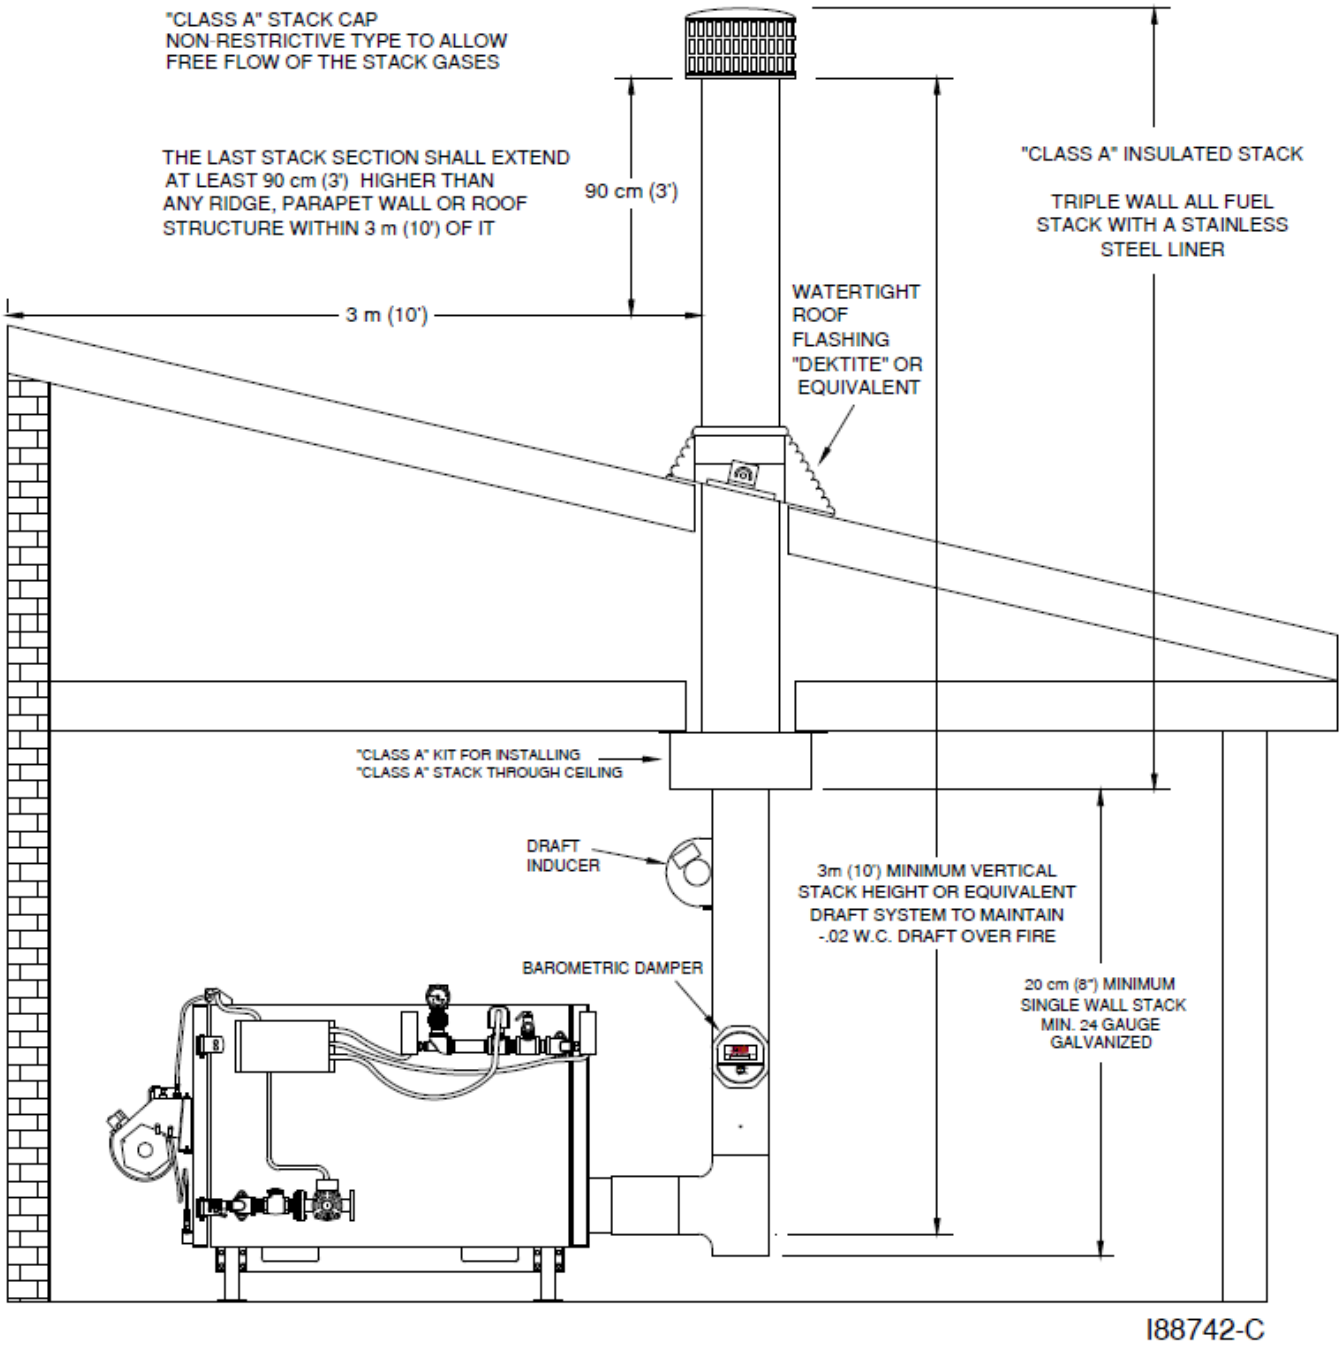
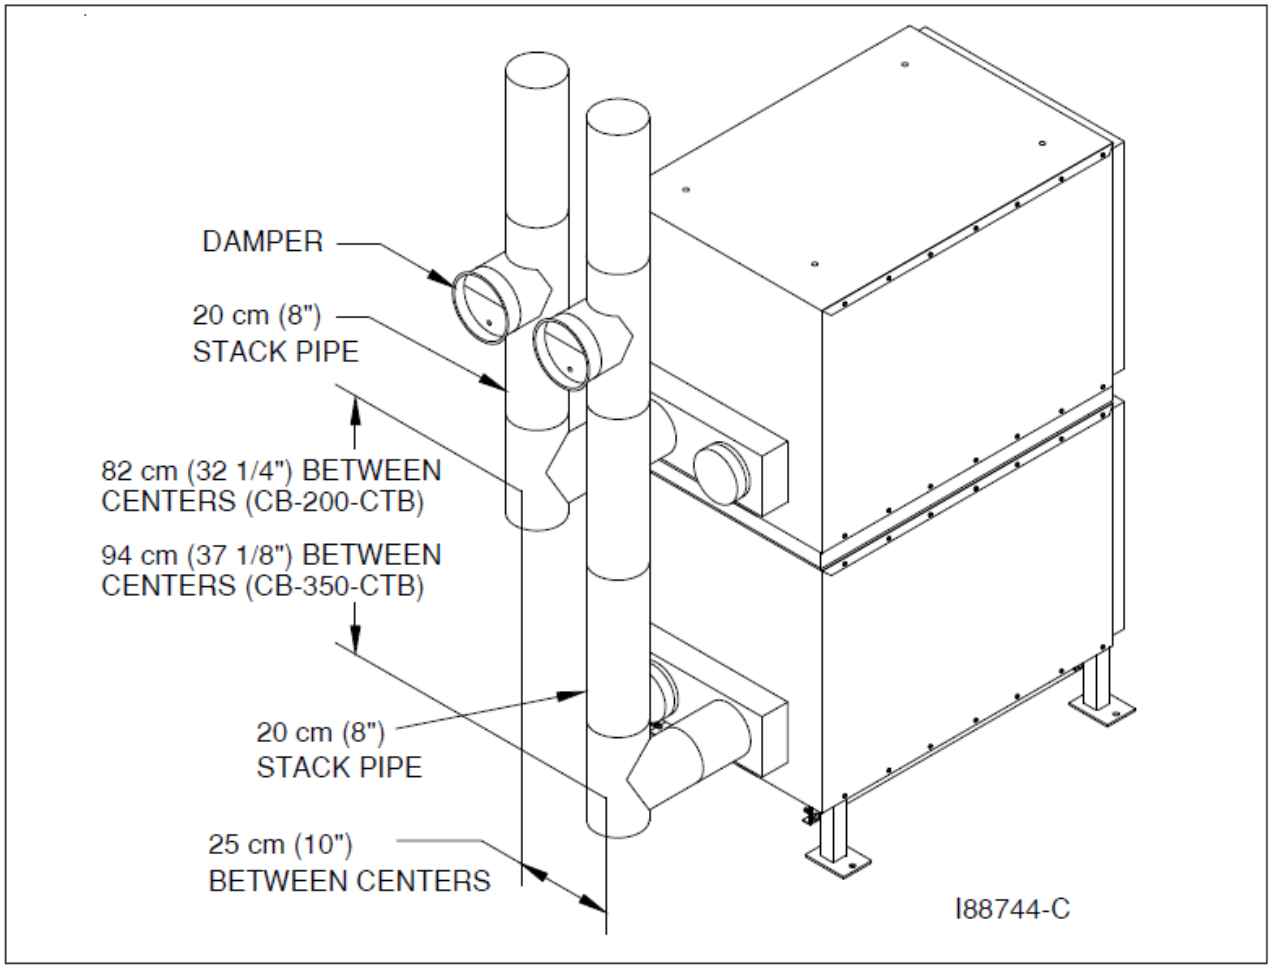

Figure 4I - Installation of "Class A" Stack Through Roof/Ceiling
Figure 4J – Detail of Dual-Stacked Boiler Stack Installation
4. Install 1/4" O.D. copper tubing (user-supplied) from the pressure relief port back to the oil tank. Refer to Figure 4J as needed.
Figure 4I illustrates the through-the-ceiling stack designs. This stack design is preferable and is more commonly used. Refer to Figure 4J for the dual-stacked boiler stack design. When designing your stack, adhere to the following specifications:
1. Refer to Figure 4I as needed.
1. Refer to Figure 4I as needed. Your stack cap should be classified as: "Class A" non-restrictive, all-fuel type.